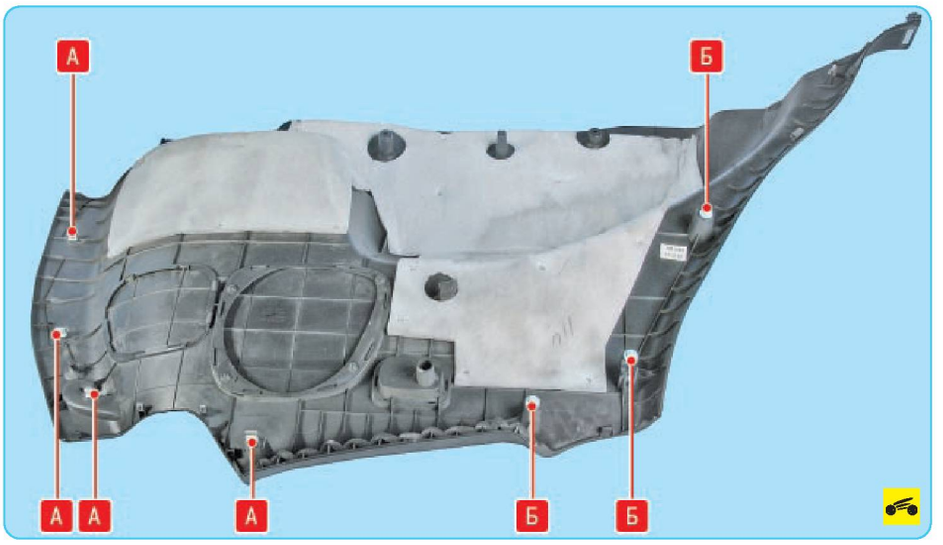

Рис. 11.10. Крепление боковой облицовки багажного отделения: А – фиксатор крепления; Б – пистон крепления
21. ...и, преодолевая сопротивление фиксаторов **А** (рис. 11.10) и пистонов **Б** крепления, снимите боковую облицовку багажного отделения.